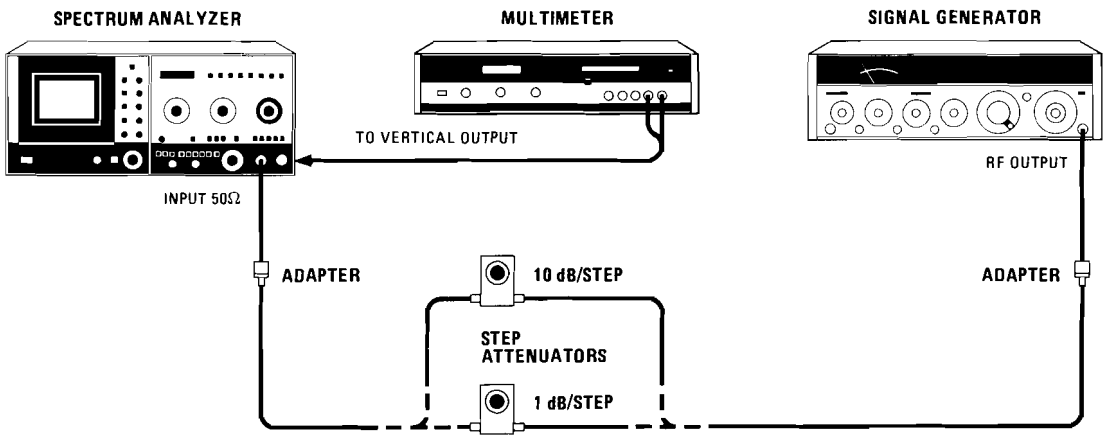

Figure 4-20. Display Accuracy Test Setup
c. Connect equipment as shown in Figure 4-20 using 10 dB/step attenuator. Set step attenuator to 0 dB.